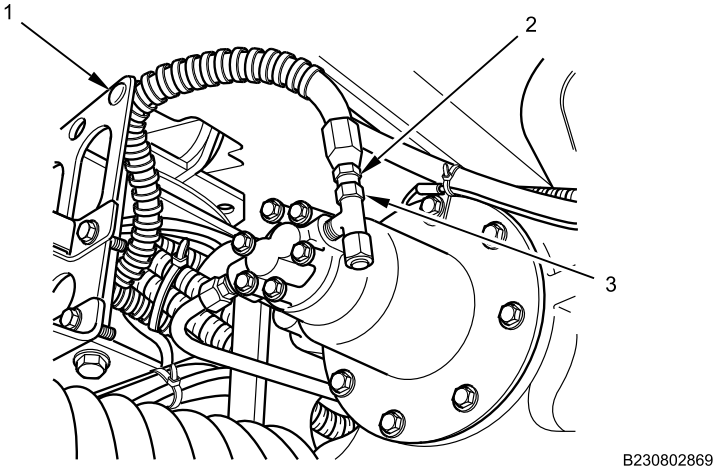

Figure 5. Transfer Case Oil Cooler Feed Hose.
8. Position drain pan under transfer case oil cooler feed hose (Figure 5, Item 2) at front of transfer case.
9. Disconnect transfer case oil cooler feed hose (Figure 5, Item 2) from transfer case oil pump output fitting (Figure 5, Item 3), allowing fluid to drain out of transfer case and feed hose into drain pan.
10. Remove transfer case oil cooler feed hose retainer (Figure 5, Item 1) from air dryer bracket and transfer case oil cooler feed hose (Figure 5, Item 2).